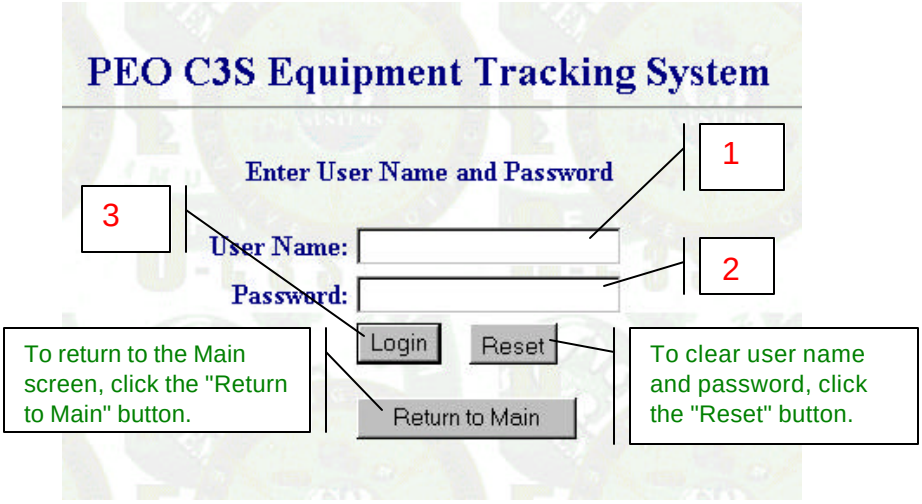

Figure 3-2. PEO C3S Equipment Tracking System Login Screen
c. Select Equipment Tracking System on the PEO C3S Database Management System Welcome Screen (Web Page), click the << Login >> button (1, Figure 3-1), and the PEO C3S Equipment Tracking System Login screen (Figure 3-2) will appear.
d. In the "User Name" block (1, Figure 3-2), type in "Administrator".
e. In the "Password" block (2), type in user unique password.